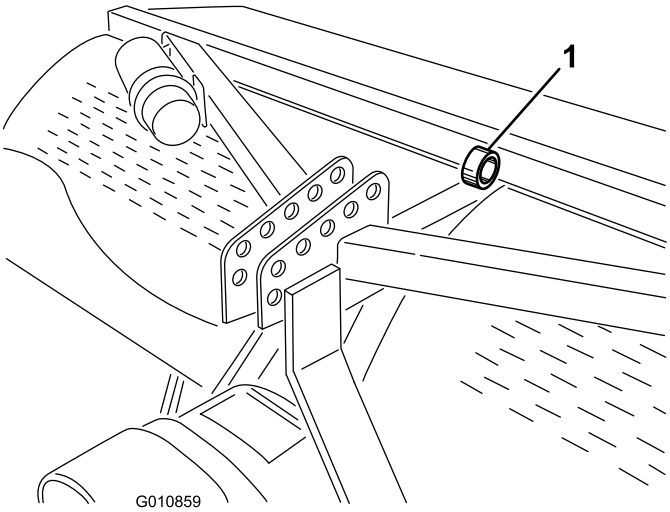

**Figur 42**
**Obs:** En upphissningsanordning kan användas för att lyfta luftaren. Använd öglan i hålpipshuvudet för att fästa upphissningsanordningen (Figur 42). Säkerställ att upphissningsanordningen har tillräckligt stor lyftkapacitet. Se specifikationsschemat för information om luftarvikter.